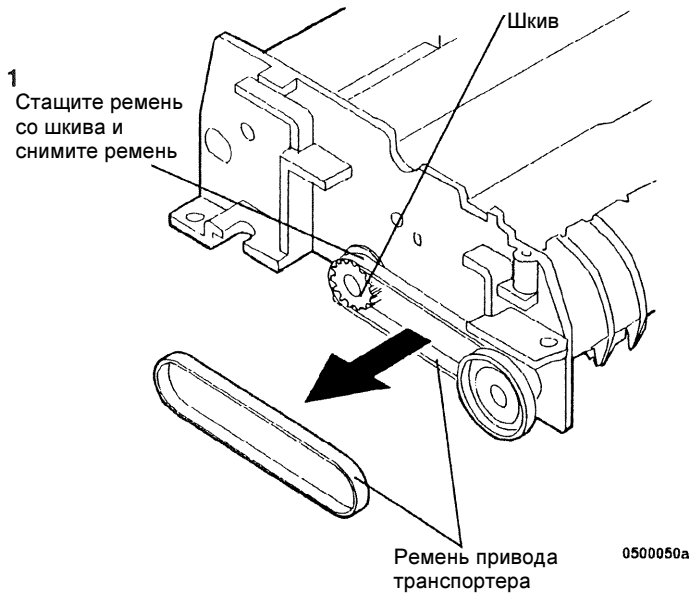

Рисунок 2 Снятие ремня привода транспортера
3. Рисунок 2): Снимите ремень привода транспортера DSDF